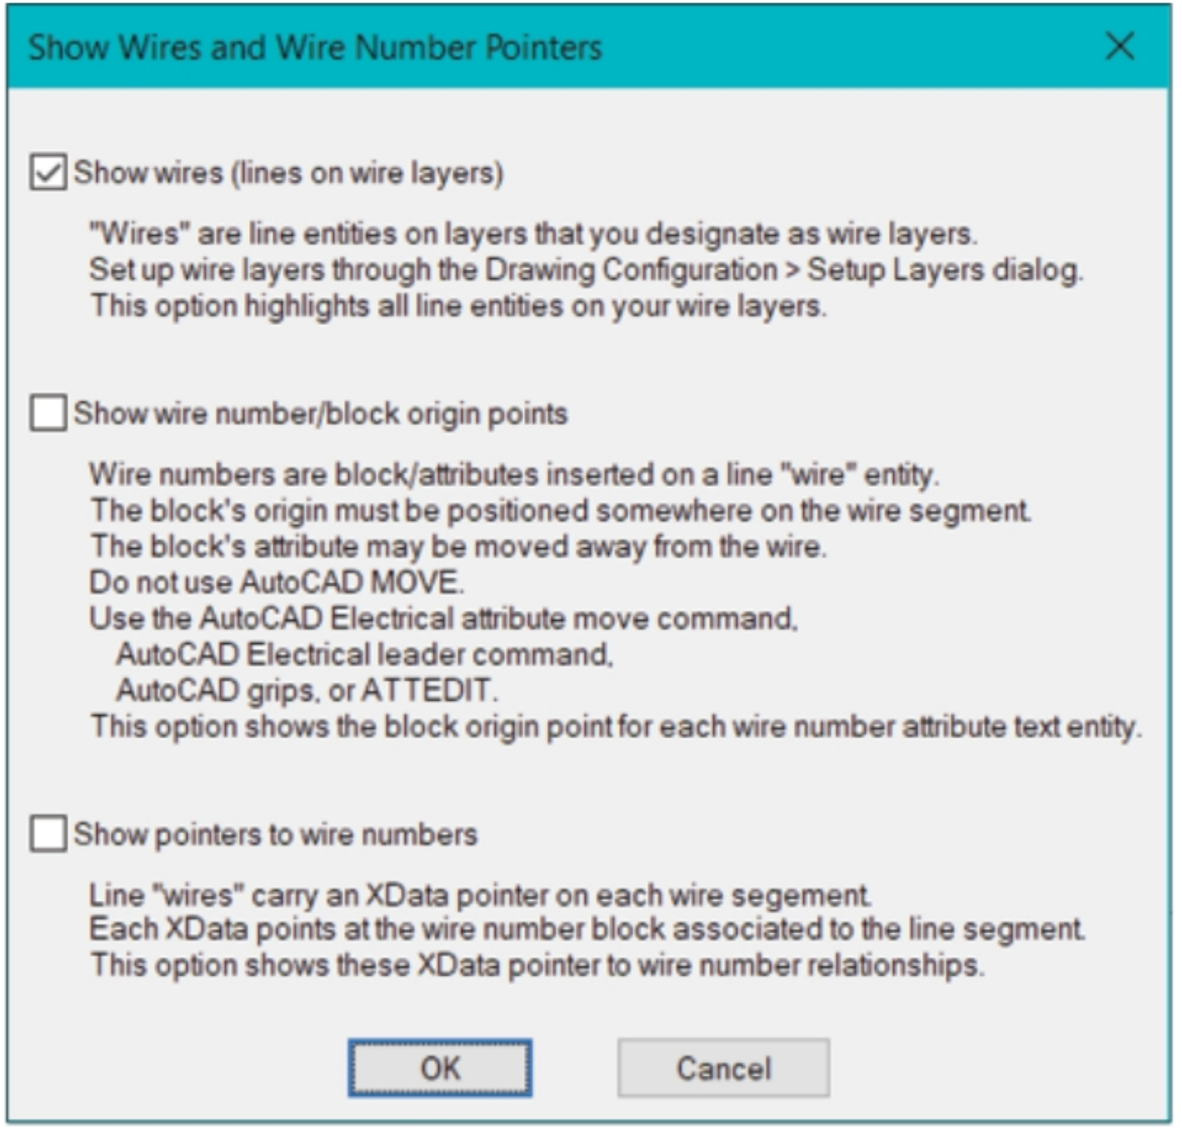

Figure-80. Show Wires and Wire Number Pointers dialog box
- Click on the **Show Wires** tool from the **Wire Editing** drop-down. The **Show Wires and Wire Number Pointers** dialog box will be displayed; refer to Figure-80.